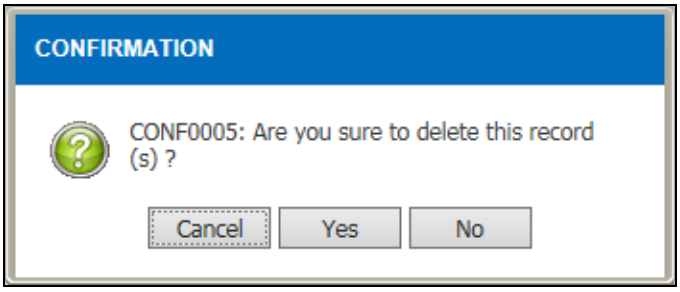

Figure 3.2-15 Confirmation Message
- *Click on the* Delete *button and confirmation message will be display as shown in Figure 3.2-15*